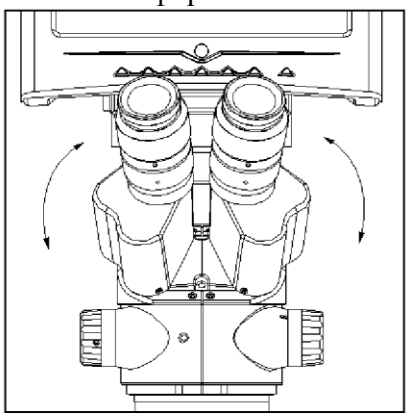

Рис.5.
- Возьмите правую и левую призмы и как показано на Рис. 5 поворачивайте их до достижения наиболее комфортного положения для глаз.